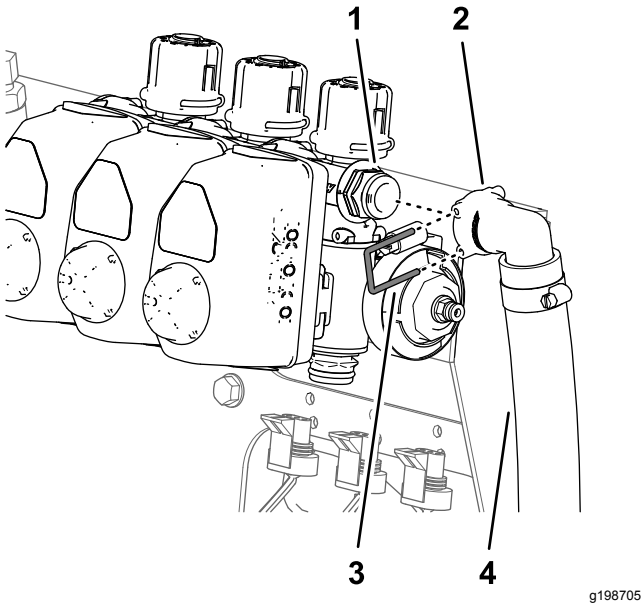

Figuur 59
- **Voor machines zonder optionele spuitstok of optionele elektrische slanghaspel:** Verwijder de kleine borgclip waarmee de snelkoppelfitting van de omloopslang bevestigd is aan de snelkoppelfitting van de omloopklep van de rechterspuitboom (Figuur 59).